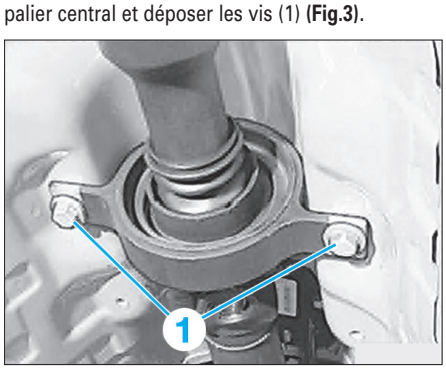

Fig. 3
• Retenir l'arbre de transmission au niveau du palier central et déposer les vis (1) **(Fig.3)**.